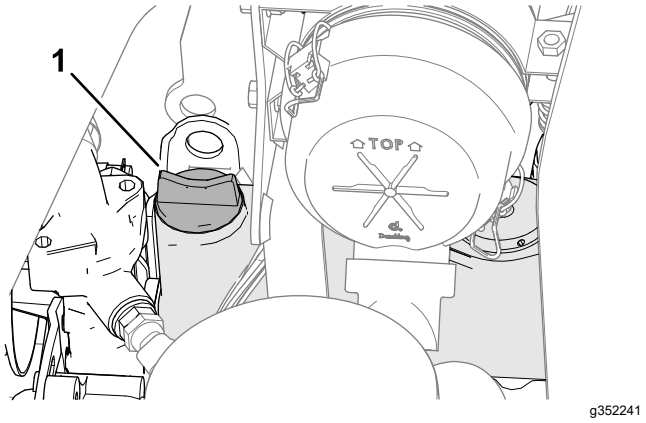

**Figur 73**
5. Om oljenivån är låg tar du bort oljepåfyllningslocket (Figur 73) och tillsätter gradvis små mängder olja samtidigt som du kontrollerar att nivån når FULL på oljestickan.